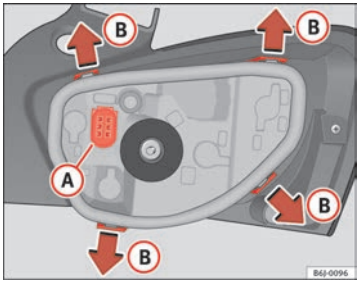

Fig. 144 Changing bulbs on tail lights
– Remove the bulb holder, separating it from the casing. To do this, press tabs (B) in the direction of the arrows ⇒ fig. 144.